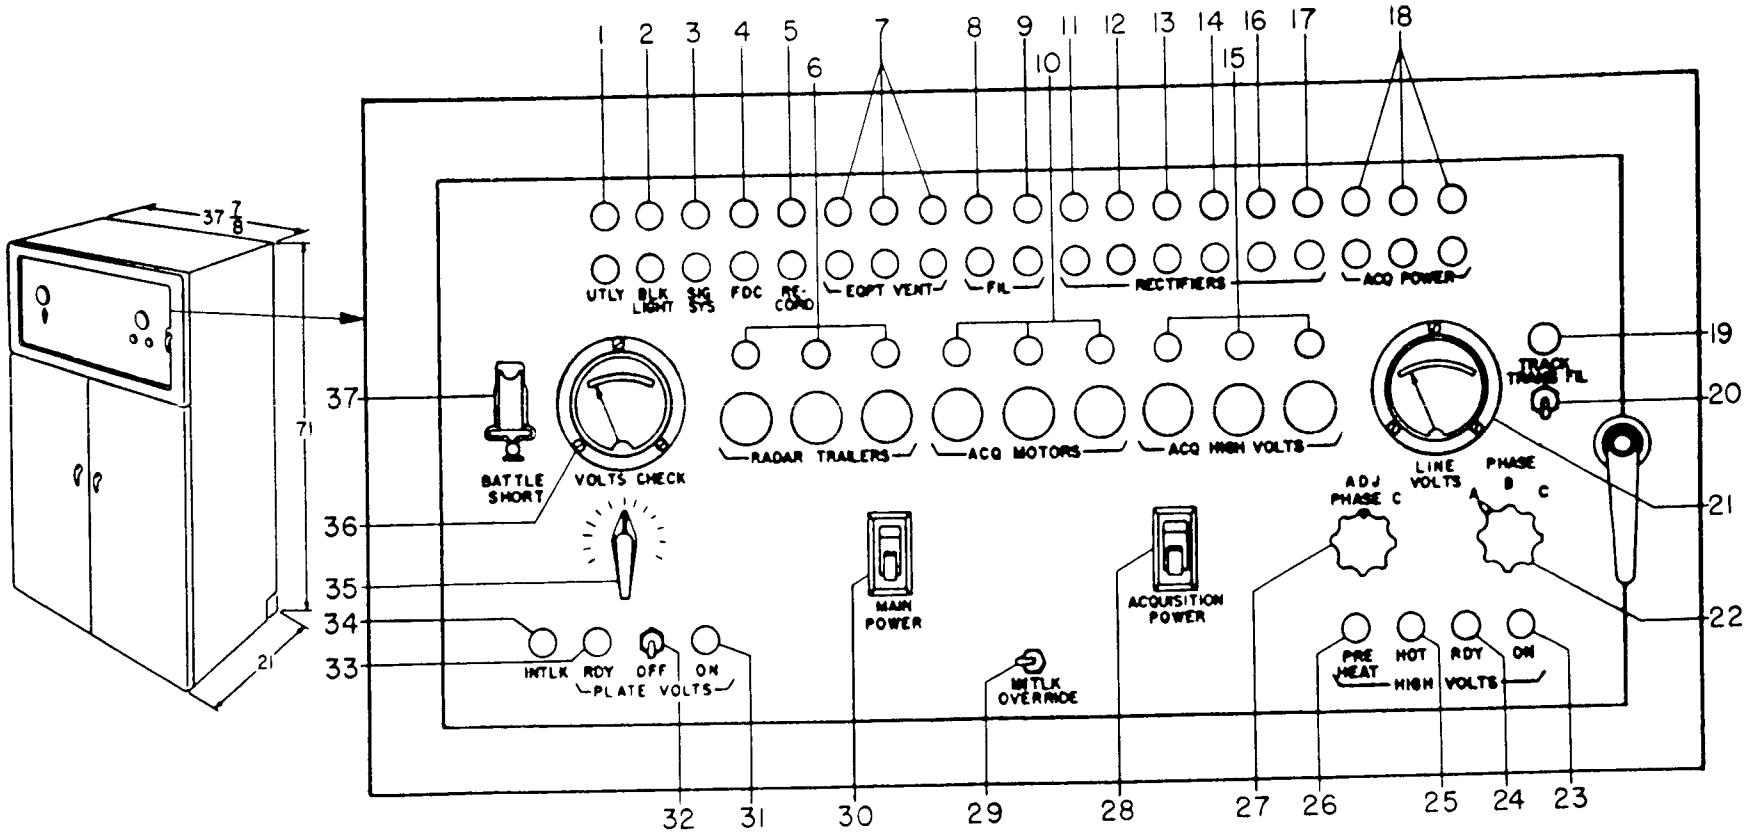

*Figure 17. Acquisition radar cabinet assembly*
*d. Acquisition Radar Cabinet Assembly.* This assembly is located to the right of the heating and ventilating cabinet assembly. It contains electronic components necessary for the operation of the acquisition radar and the acquisition power control panel. Figure 17 shows the acquisition radar cabinet assembly. Table XIII shows the controls and indicators on the acquisition power control panel.